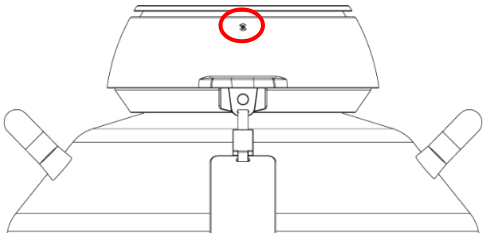

Figure 2-7 Emergency Key Slot
1) Press the power button to power off the device, then insert the key into the emergency key slot as shown in Figure 2-7.